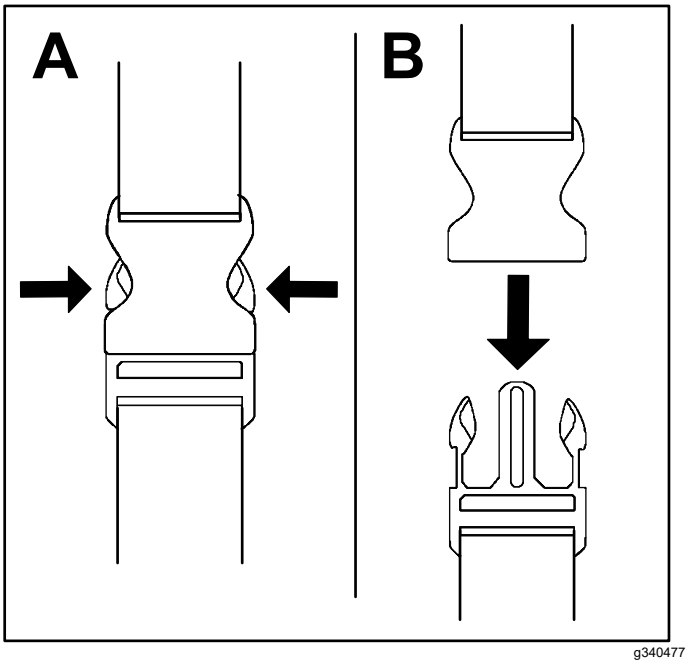

**Figur 5**
1. Tryck in spännets sidor (A i Figur 5).
2. Låt spännet kopplas bort (B i Figur 5).